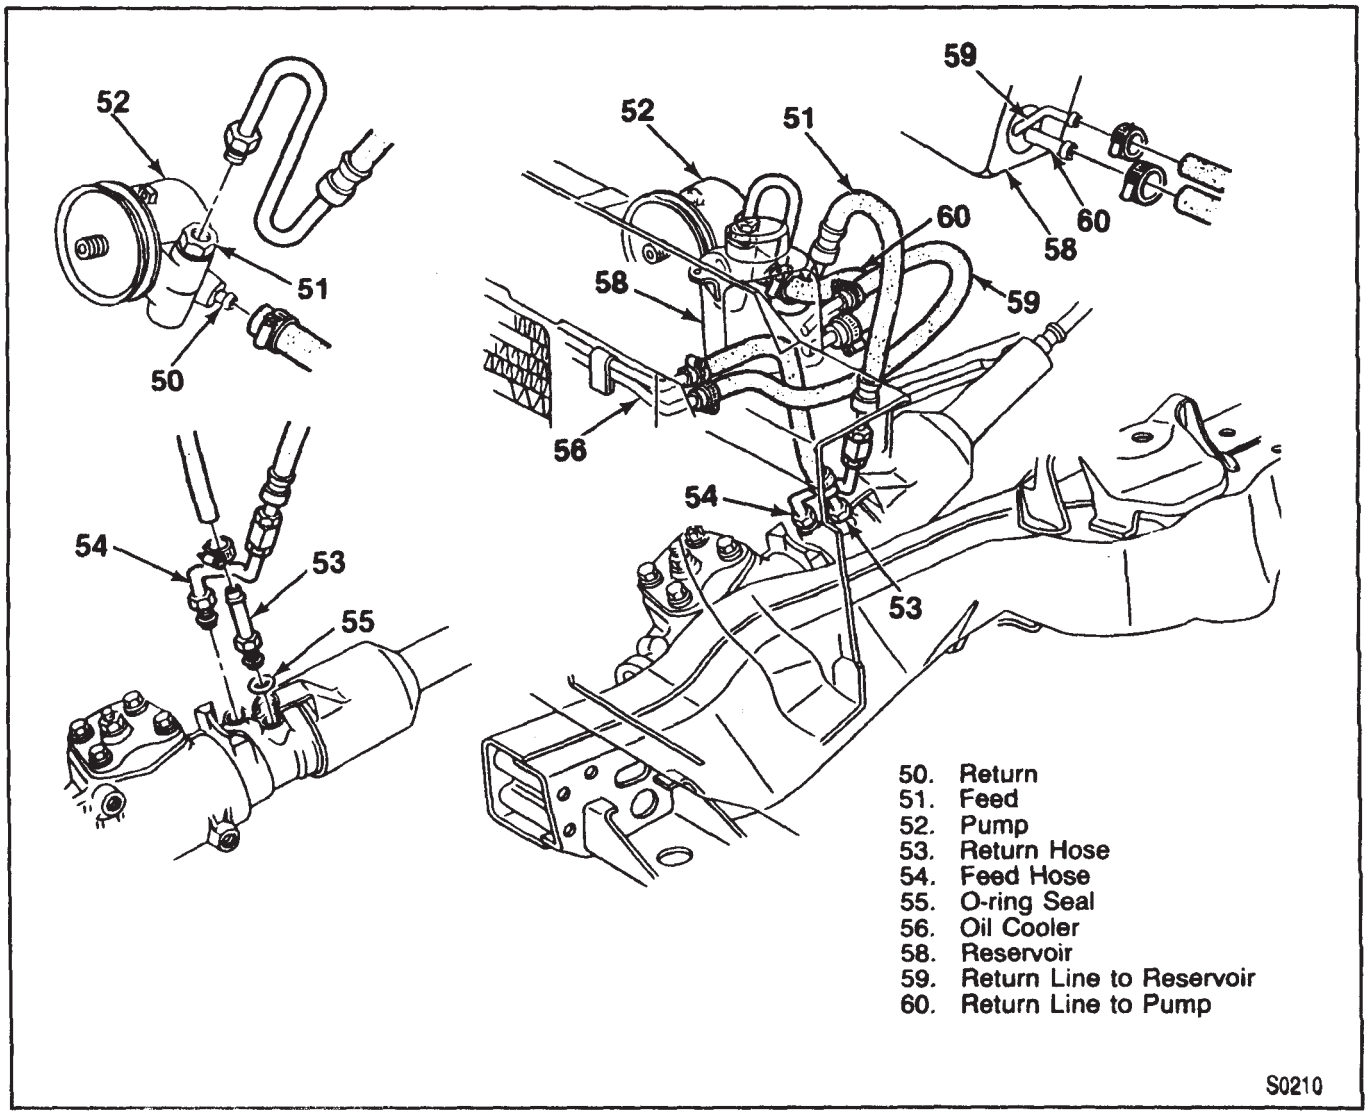

Figure 18—Hose Routing—2.5L Engine, T-Model With A/C
- Route return and feed hoses (53 and 54) in the same position they were in before removal (figures 18, 19, 20, 21).